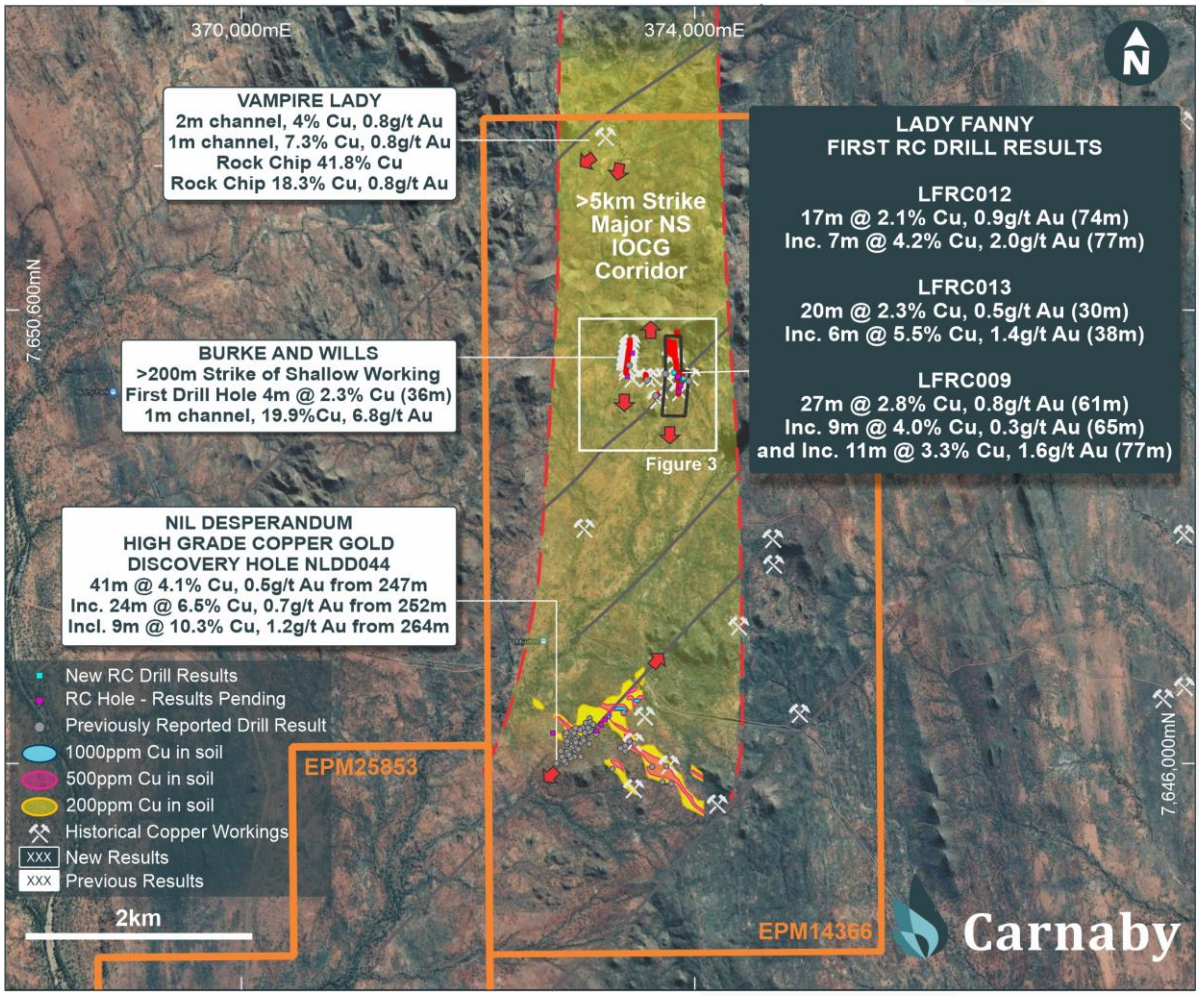

Figure 4. Plan showing location of Lady Fanny and Nil Desperandum IOCG corridor.
- Lady Fanny is located only 3 km north of the high-grade Nil Desperandum discovery of 41m @ 4.1% copper, 0.5g/t gold (see ASX release 29 December 2021), both located within a vastly underexplored and rapidly emerging >5 km long major Iron Oxide Copper Gold (IOCG) corridor (Figure 4 & 5).
The Lady Fanny drill results are located only 3 km north of the high-grade Nil Desperandum discovery of 41m @ 4.1% copper, 0.5g/t gold (see ASX release 29 December 2021), which itself is completely open to the southwest, demonstrating how vastly underexplored the >5km long Iron Oxide Copper Gold (IOCG) corridor is and the potential of this corridor to develop into a major new copper gold district (Figure 4 & 5).